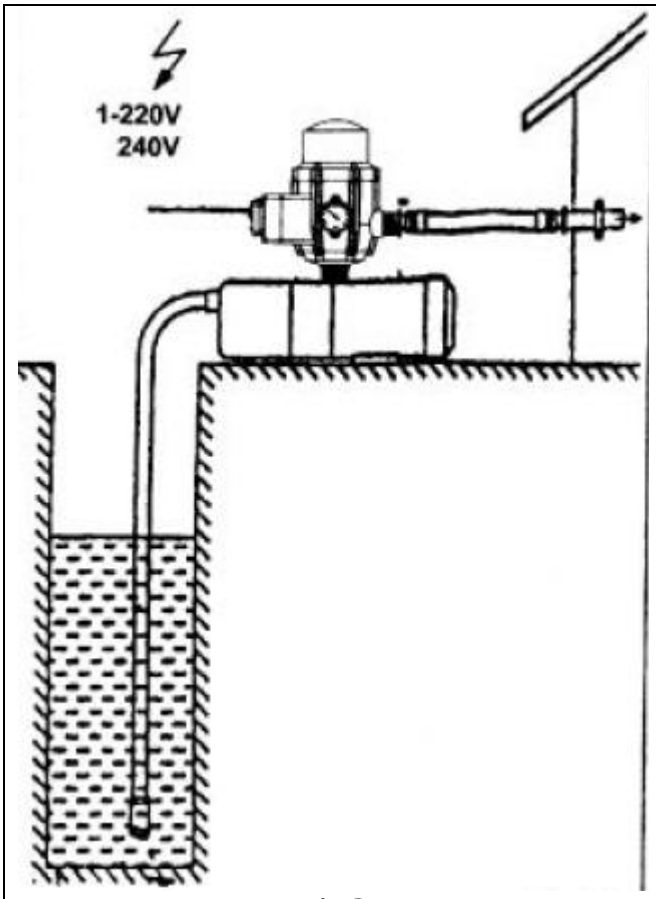

Fig.3
- direttamente sulla pompa (ved. Fig.3) : avvitare l'unità su l'uscita della pompa.